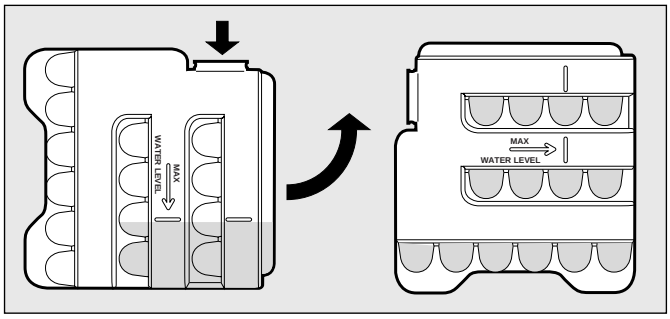

Fig. 3
**Modalidade de emprego** (Fig. 3)